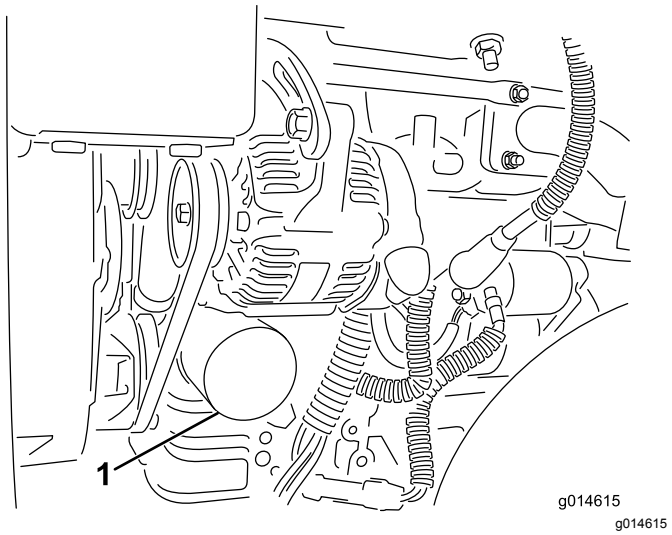

Figur 31
2. Ta av oljefilteret (Figur 31). Stryk et tynt lag med ren olje på den nye filterpakningen.